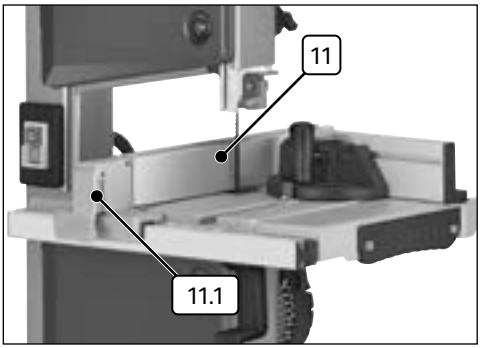

Fig. 4
6.4 Fitting the Rip Fence (Fig.4)